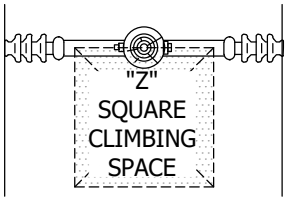

FIGURE 5
V. CLIMBING SPACE IS TO EXTEND FROM 4-FOOT BELOW LOWEST CONDUCTOR TO 4-FOOT ABOVE THE TOP OF CONDUCTOR AND SHALL HAVE DIMENSIONS AS SHOWN IN FIGURE 5.